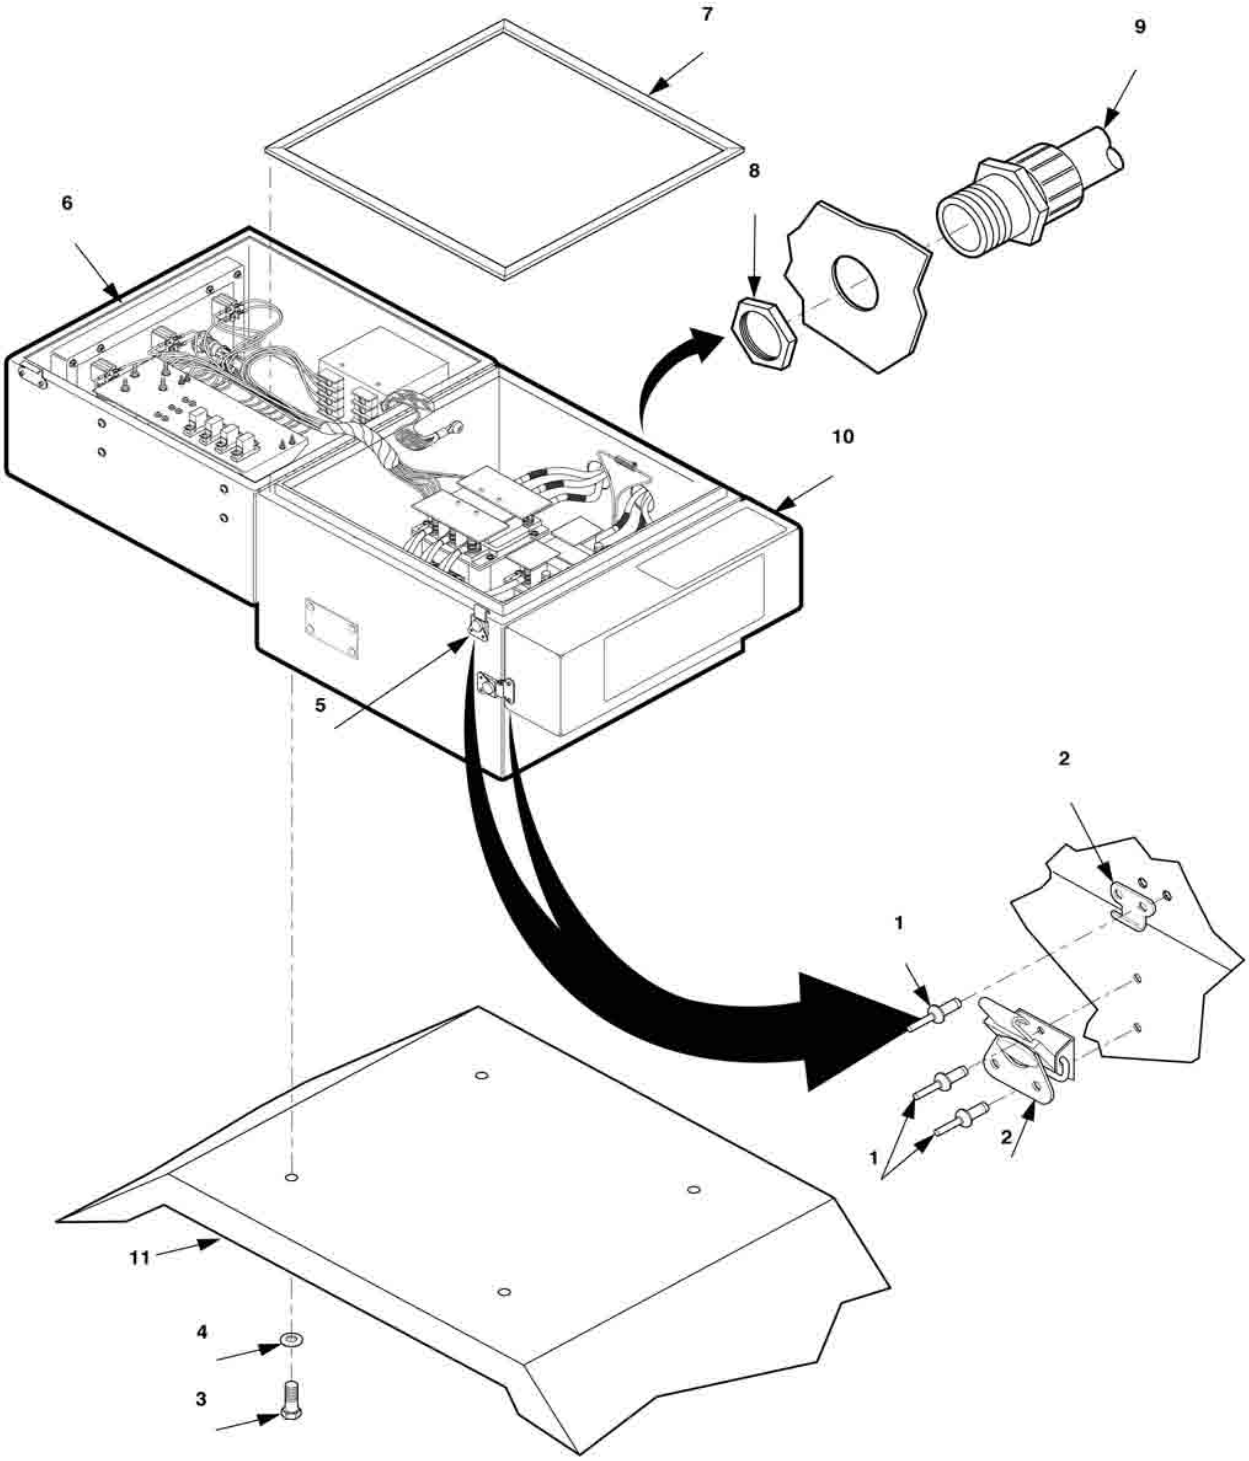

Figure 1. Switch Box Repair (NEW).
2. Remove four self-locking nuts (Figure 1, Item 3 and WP 0019, Figure 1, Item 3), flat washers (4), and cap screws (6), securing switch box (10) to fender. Remove switch box (13).